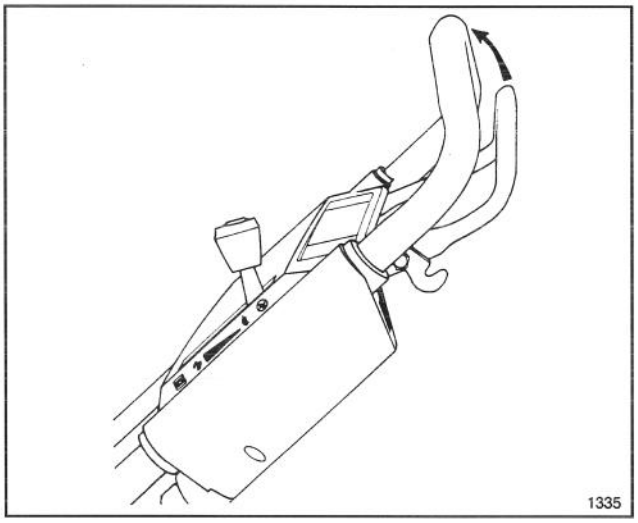

Afbeelding 8
4. AANDRIJVING (Zelfrijdend model) (Afb. 8)—Druk de bedieningsstang tegen de hendel voor de aandrijving. Laat de bedieningsstang los om de aandrijving te stoppen.